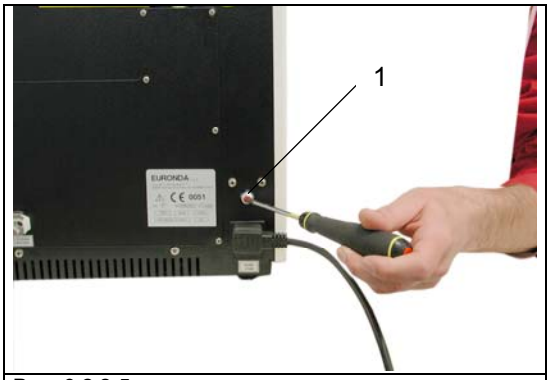

Рис. 9.2.2-5
3. Утопите красную кнопку **(1)** в отверстие до щелчка при помощи заостренного инструмента, например отвертки. **(Рис. 9.2.2-5)**